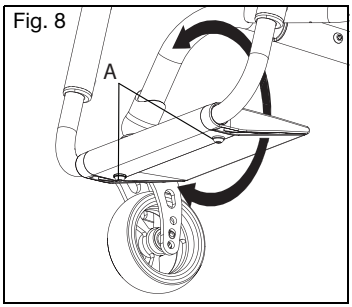

Fig. 8
1. Afloje los dos tornillos (Fig. 8:A) en la parte inferior del apoyapiés con una llave Allen de 4 mm.